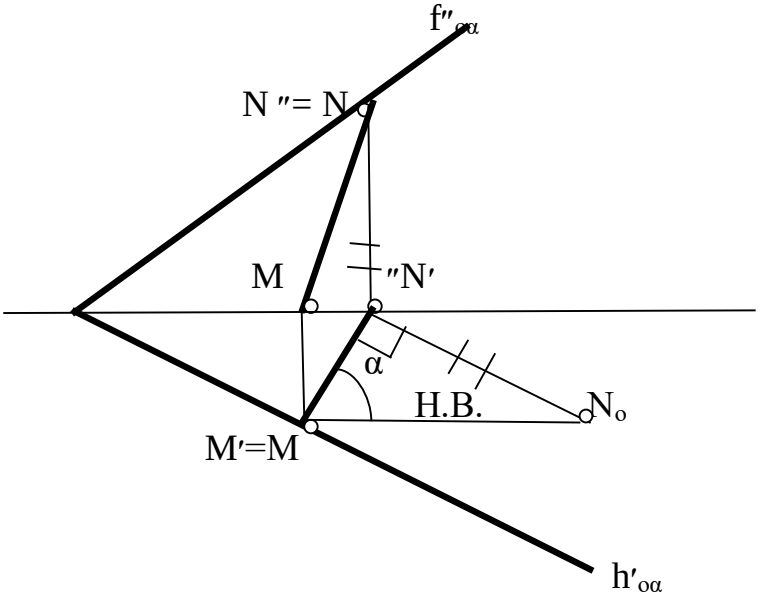

Рис.8.7
2. Методом прямоугольного треугольника находим натуральную величину линии ската $M'N_o$ и обозначаем угол наклона (Рис.8.7).